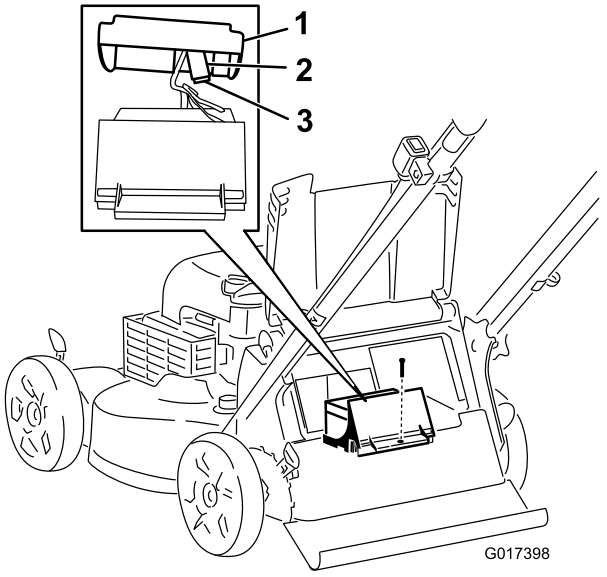

Figura 26
3. Rimuovete la vite di fissaggio del vano batteria, estraete la batteria e individuate il fusibile (Figura 26).
4. Sostituite il fusibile nel portafusibili (Figura 26).